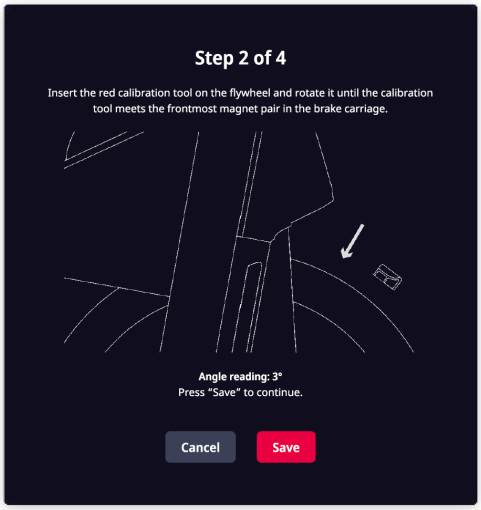

Fig. 80
b. Insert the red calibration tool on the flywheel and rotate it until the calibration tool meets the frontmost magnet pair in the brake carriage. (Fig. 80)